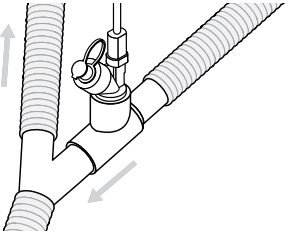

Rysunek 5. Podłączanie urządzenia Aerogen Solo do obwodu oddechowego u osoby dorosłej.
1. W przypadku **obwodów oddechowych u dorosłych** (o średnicy 22 mm) podłączyć nebulizator do ramienia wdechowego obwodu oddechowego przed trójnikiem, używając łącznika T dla dorosłych (Rysunek 5).
W przypadku **obwodów oddechowych dla pacjentów pediatrycznych** o średnicy 15 mm podłączyć nebulizator do ramienia wdechowego obwodu oddechowego przed trójnikiem, używając łącznika T dla pacjentów pediatrycznych (patrz Rysunek 5, łącznik T dla pacjentów dorosłych).